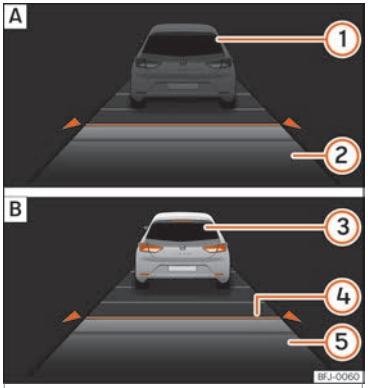
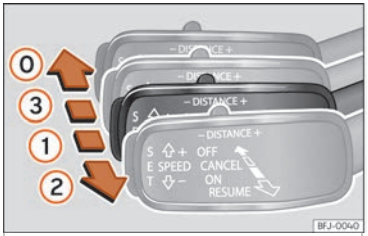
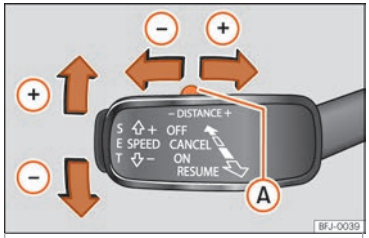

Fig. 264 Sul display del quadro strumenti: (A) ACC inattivo (Standby). (B) ACC attivo.
Fig. 266 A sinistra del piantone dello sterzo: terza leva per utilizzare il sistema di regolazione automatica della velocità.
Fig. 267 A sinistra del piantone dello sterzo: terza leva per utilizzare il sistema di regolazione automatica della velocità.
Indicazione sul display ››› **fig. 264**:
Quando il sistema di regolazione automatica della velocità (ACC) è attivato, sul quadro strumenti si accende la spia di controllo verde e sul display vengono indicati la velocità programmata e lo stato dell'ACC ››› **fig. 264**.
Una volta iniziata la marcia, se si desidera stabilire la velocità attuale come velocità di crociera del veicolo e attivare l'ACC, premere il tasto **SET** ››› fig. 267. Se si desidera aumentare o ridurre la velocità in intervalli di 1 km/h (0,6 mph), collocare la leva in posizione (2) ››› fig. 266 o premere il tasto **SET** rispettivamente.
La velocità programmata può essere modificata con il veicolo sia fermo che in marcia, a seconda della preferenza. Qualsiasi modifica della velocità programmata verrà visualizzata nella parte inferiore sinistra del display del quadro strumenti ››› fig. 264.
Per aumentare o ridurre il livello di distanza, premere il tasto doppio verso destra o sinistra ››› fig. 267 (A).
- Per attivare l'ACC, con la terza leva situata in posizione (1), occorre premere il tasto **SET** o collocare la terza leva dell'ACC in posizione (2) ››› fig. 266. In questo momento, l'immagine dell'ACC sul display del quadro strumenti passerà alla modalità *Attiva* ››› fig. 264.
Per scollegare l'ACC, collocare la leva in posizione (0) ››› fig. 266 fino all'arresto. In questo momento compare il testo **ACC disattivato** e la funzione è completamente disattivata.
Se non si desidera scollegare l'ACC, ma solo disattivarlo temporaneamente (Standby), collocare la terza leva in posizione (3) ››› fig. 266 o premere il pedale del freno.